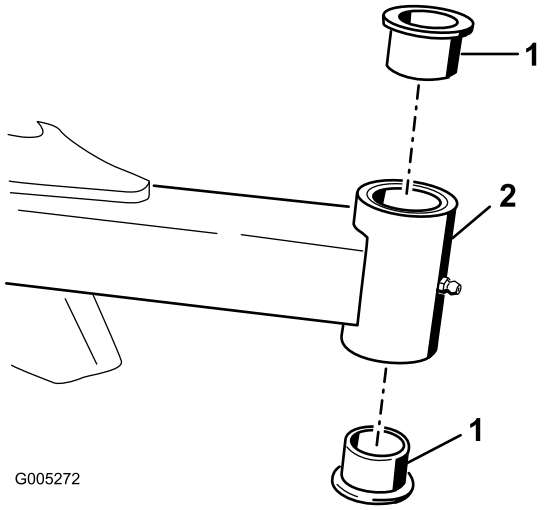

Figura 17
4. Inserte un botador fino en la parte superior o inferior del tubo de montaje y dé golpes hasta retirar el casquillo del tubo (Figura 17). Retire también el otro casquillo del tubo. Limpie el interior de los tubos para eliminar toda suciedad.